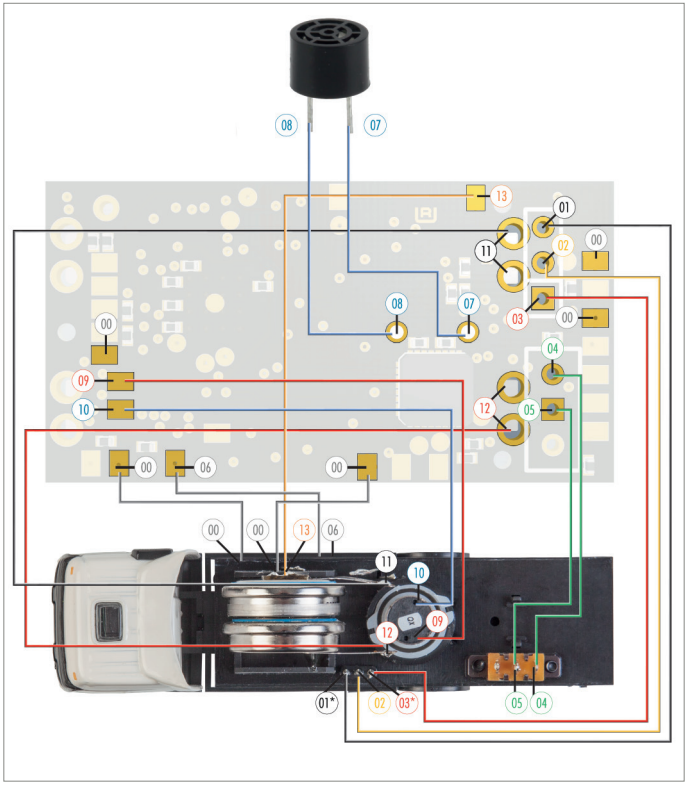

Abb. 41: Anschlussschema, Typ LKW-Modell
***HINWEIS:** Beachten Sie den zuvor von Ihnen definierten und markierten "+" (Plus)-Pol der Ladebuchse und verbinden Sie diesen mit dem Anschluss "03" der Umrüstplatine. Im Anschlusschema Abb. 41 sind "01" und "03" fahrzeugseitig lediglich Beispielbelegungen. S.a. Kap. "Fahrzeug umrüsten".